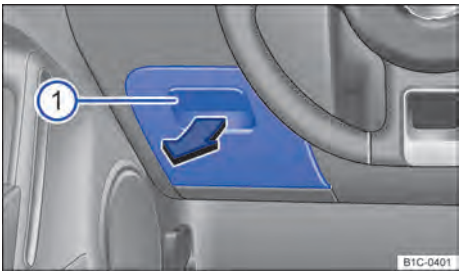

Fig. 91 No lado do condutor: porta-objetos.
Para *abrir*, puxar a alça ⇒ Fig. 91 ① no sentido da seta.